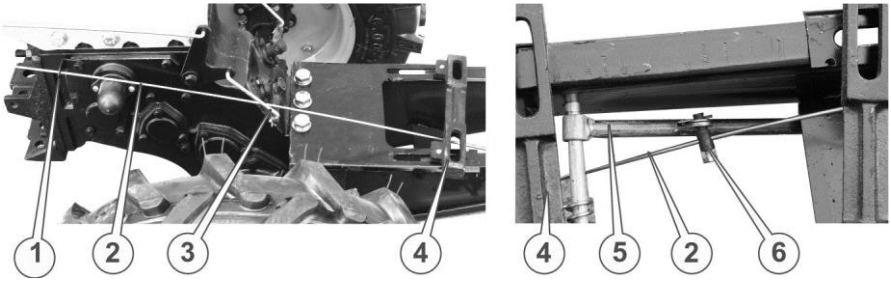

Рисунок 17. – Елементи кріплення двигуна та редуктора
8. Вставити тягу (2) (див. рис. 17) відкидної передньої опори в отвір кронштейна (1), який розташований на правій (у напрямку руху мотоблока) стороні редуктора, пропустити її під тягою (3) механізму блокування правої півосі та під задньою балкою (4) кріплення двигуна.
10. Вставити тягу (2) (див. рис. 17.) відкидної передньої опори в отвір фіксатора (6), який розташований на відкидній передній опорі (5).
11. Встановити важіль (2) (див. рис. 16.) в крайнє переднє положення. Встановити відкидну передню опору (див. рис. 15.) в крайнє переднє положення. Зафіксувати тягу (2) (див. рис. 17). відкидної передньої опори в фіксаторі (6) за допомогою болта фіксатора. У разі необхідності відрегулювати переміщенням тяги в фіксаторі взаємне положення важеля і опори таким чином, щоб вони надійно фіксувалися в передньому та задньому крайніх положеннях.